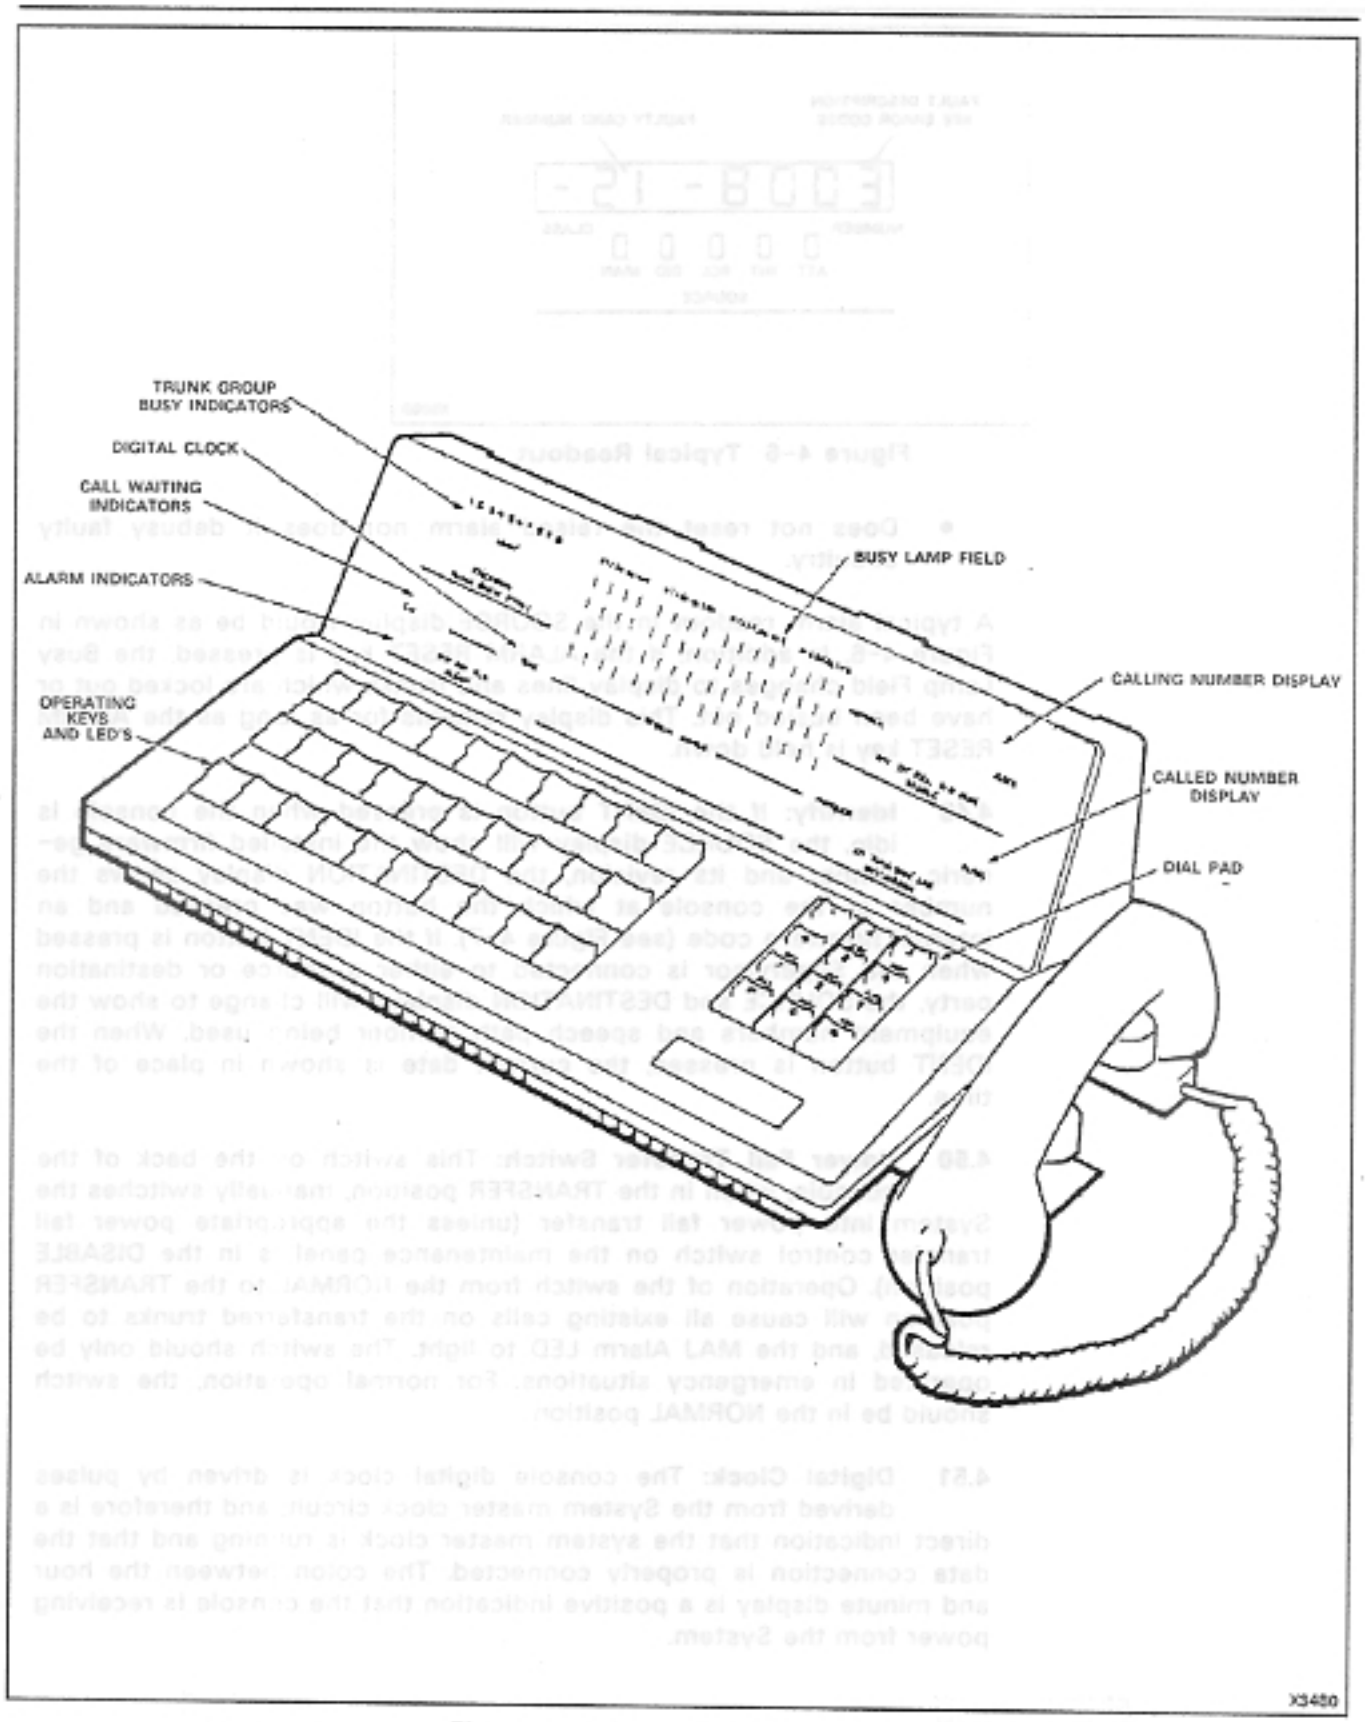

Figure 4-5 Supervisor Console
4.44 Each Supervisor console (Figure 4-5) is equipped with a number of maintenance aids and keys which are associated with maintenance functions. The following paragraphs describe the function of each LED and key.